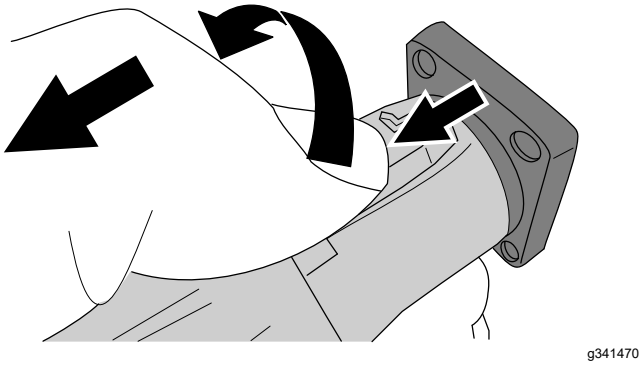

Figur 25
8. Skjut tillbaka knappen på kontakten, vrid kontakten moturs och dra ut kontakten ur uttaget (Figur 25).